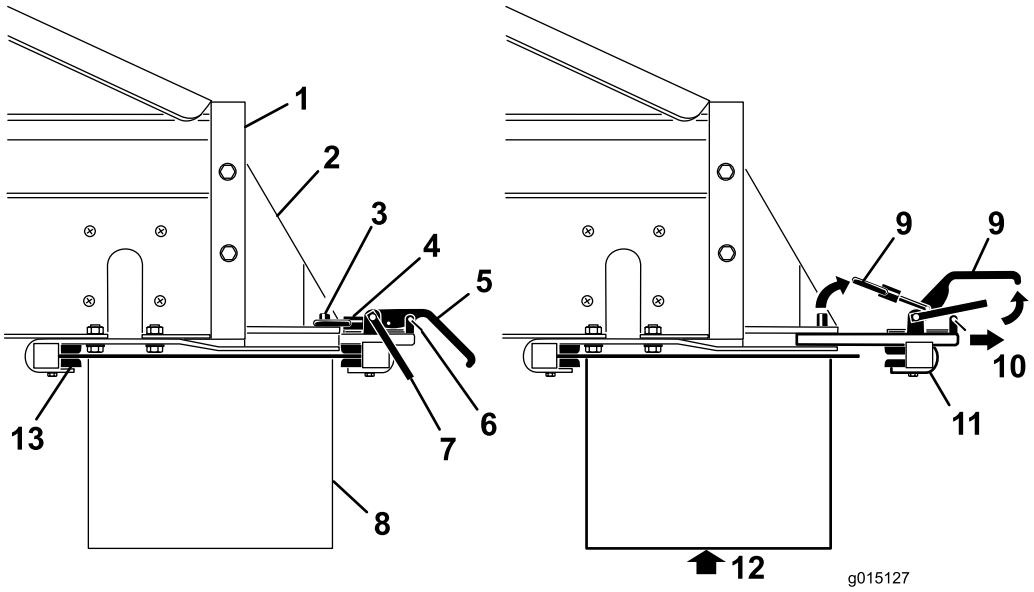

**Figur 37**
3. Avlägsna säkerhetsspärrens klämmor från spännhandtagen (Figur 37).
4. Lyft säkerhetsspärren och lyft sedan spännhandtagen för redskapskoppling och frigör låsringarna från låssprintarna (Figur 37).
5. För den bakre redskapskopplingsklämman ut ur snabbkopplingsurtagen (Figur 37).
6. Ta hjälp av någon och för framkanten på det tvärgående transportbandet/svängsatsen upp och under bakänden på MH-400, in i de främre klämmorna på fästena (Figur 37).
7. Stötta det tvärgående transportbandet/svängsatsen och för den bakre redskapskopplingsklämman tillbaka in i urtagen i fästena och över bakänden (Figur 37).
9. Sätt tillbaka säkerhetsspärrens klämmor i spännhandtagen (Figur 37).